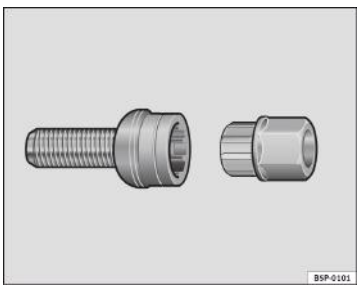

Fig. 140 Prezonul de roată antifurt
– Introduceți adaptorul pe prezon şi împingeți până la capăt ⇒fig. 140.